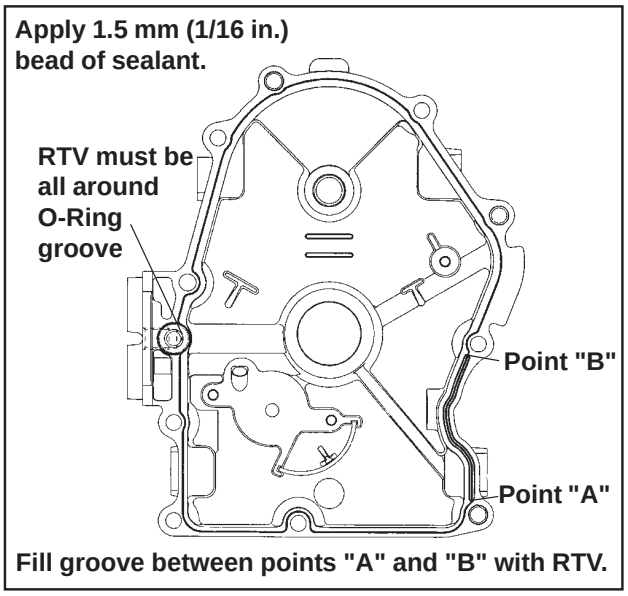

Figure 11-17. Oil Pan Sealant Pattern CV17-23.
3. Apply a 1.5 mm (1/16 in.) bead of sealant to the sealing surface of the oil pan on CV17-23 engines. See Figure 11-17 for the sealant pattern. **On CV25-750 engines** use a new gasket. Before installing the gasket, check the dowel pin on the **oil filter side** of the crankcase. If a "split" style dowel pin is contained, replace it with a closed seam style pin provided with the new gasket.